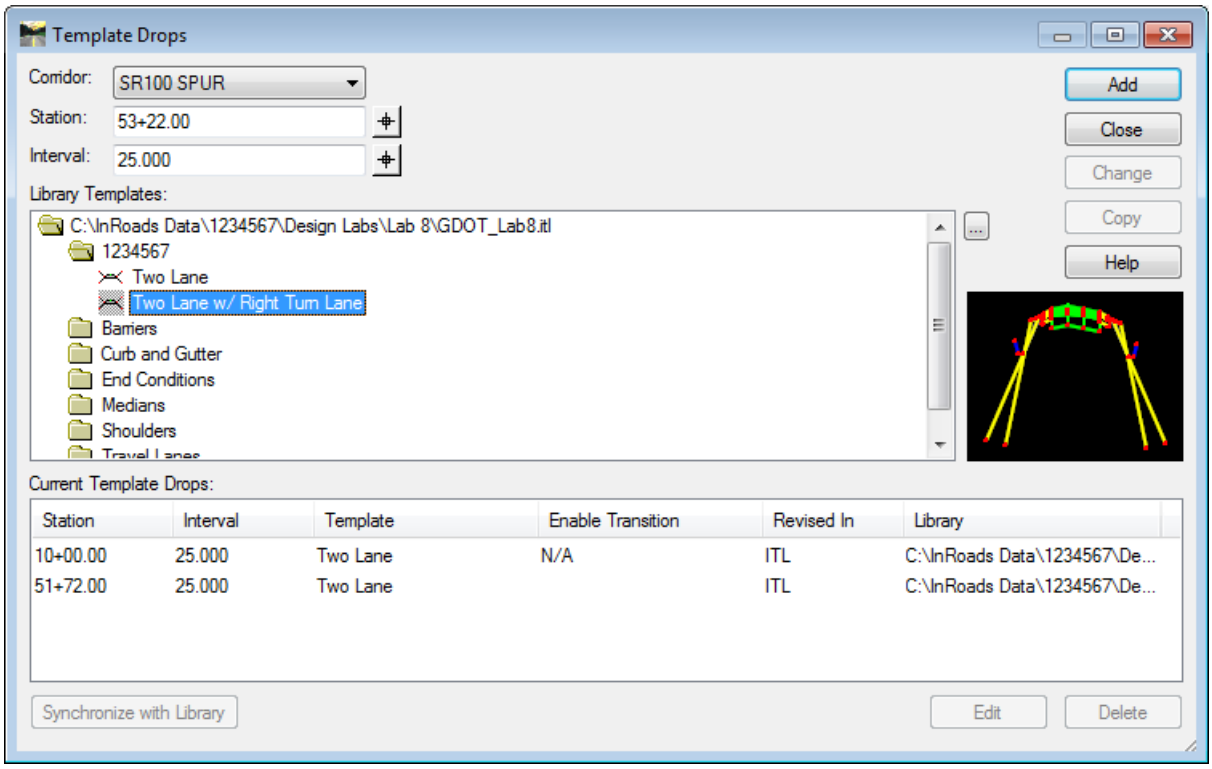
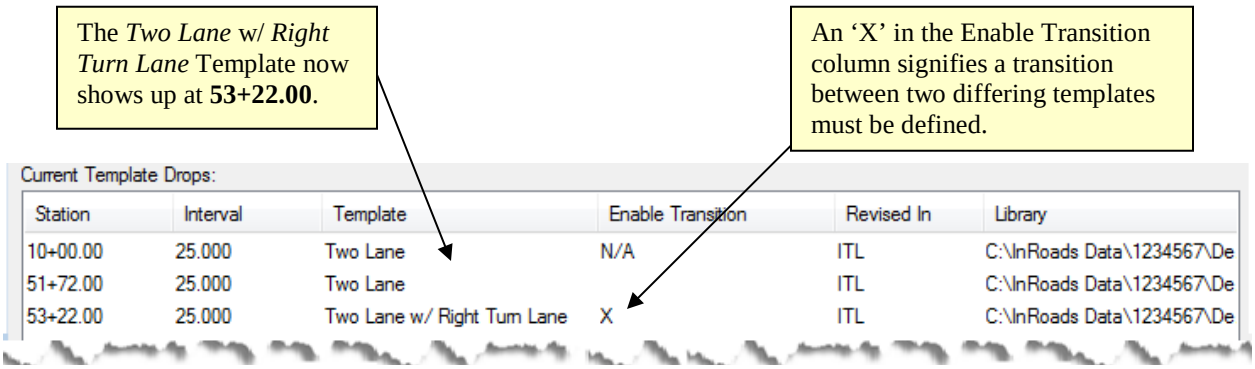

Figure L8-13 Template Drops
Figure L8-14 Template Drops
21.	**Add the 'Two Lane w/ Right Turn Lane' Template at Station 53+22.00.** • In the **Template Drops** dialog, key-in a **Station:** of ***53+22.00***. • Highlight the ***Two Lane w/ Right Turn Lane*** Template. • Ensure your entries match those shown in *Figure L8-13*. • Click **Add** but **do not** close the **Template Drops** dialog. • The ***Two Lane w/ Right Turn Lane*** Template is added to the **Current Template Drops**: field as shown in *Figure L8-14*. • Notice, in *Figure L8-14*, an '**X**' is shown in the **Enable Transition** column next to the ***Two Lane w/ Right Turn Lane*** Template. An '**X**' in the field indicates a transition between the two differing templates exists and must be resolved.